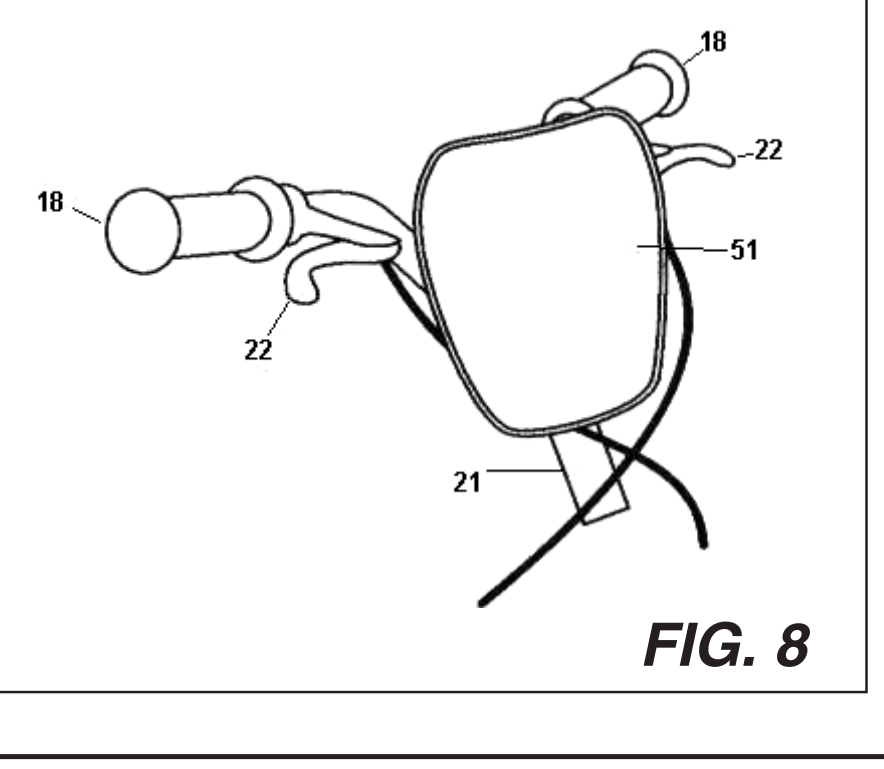

FIG. 8
8. MONTERING AV LOGO/NUMMERPLATE (fig. 8)